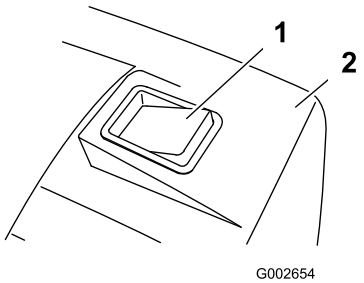

Рисунок 22
4. Скашивание газонной травы с прикрепленным сборником скошенной травы производится до заполнения сборника (определяется по индикатору заполнения) (Рисунок 22).